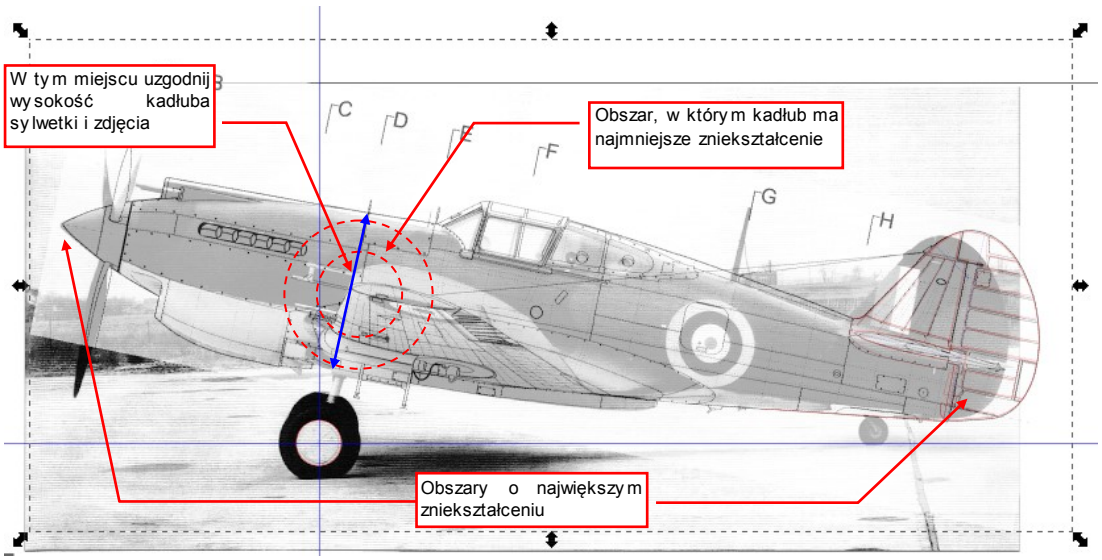
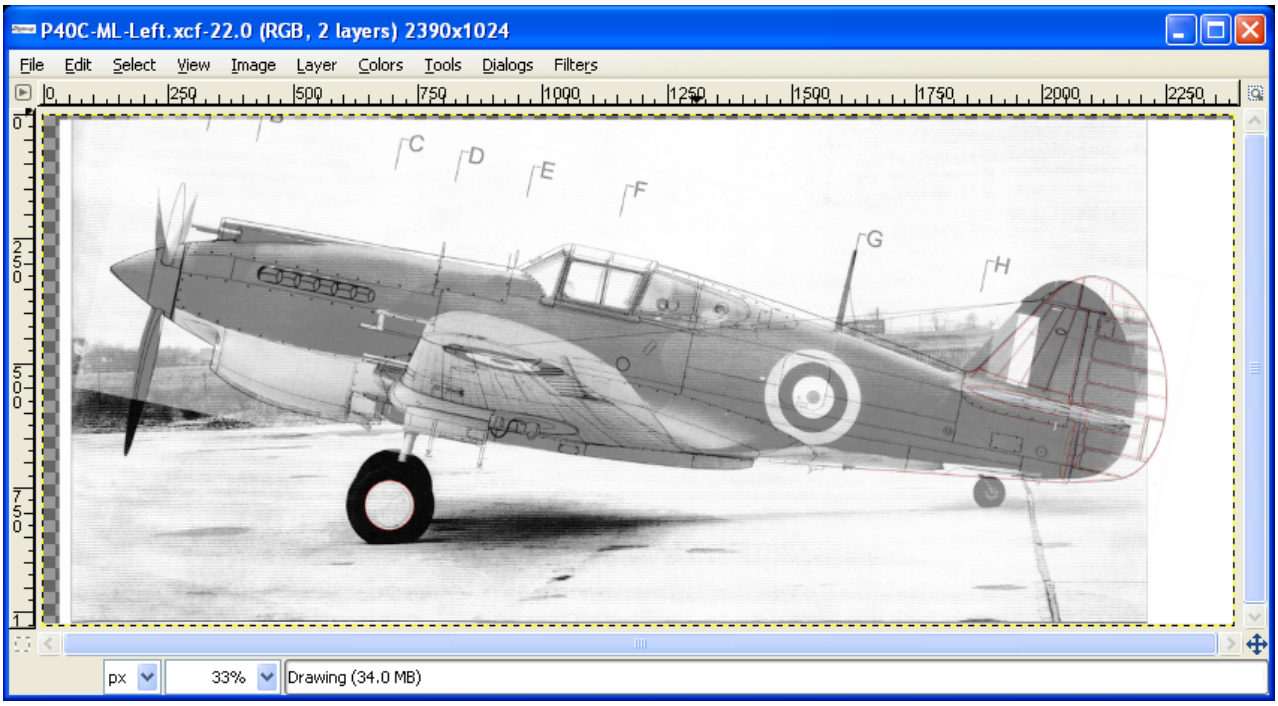

Rysunek 5.2.5 Wstępne dopasowanie sylwetki do zdjęcia
Rysunek 5.2.8 Złożenie zdjęcia i rzutu z lewej — przeniesione z Inkscape do GIMP
Dopasuj rzut z lewej do sylwetki na fotografii. Pochyl go w ten sam sposób, co samolot na zdjęciu. Zmniejsz skalę tak, by wysokość kadłuba w okolicy najmniejszego zniekształcenia była zgodna z wysokością na zdjęciu (Rysunek 5.2.5):
- wyeksportuj (*File→Export Bitmap*) z Inkscape zawartość warstwy z fotografią (por. Rysunek 5.2.5, str. 135) do pliku *P40C-ML-Left-Photo.png*;
Rysunek 5.2.8 pokazuje efekt tych operacji - przeniesione do GIMP złożenie z Inkscape (por. Rysunek 5.2.5, str. 135):